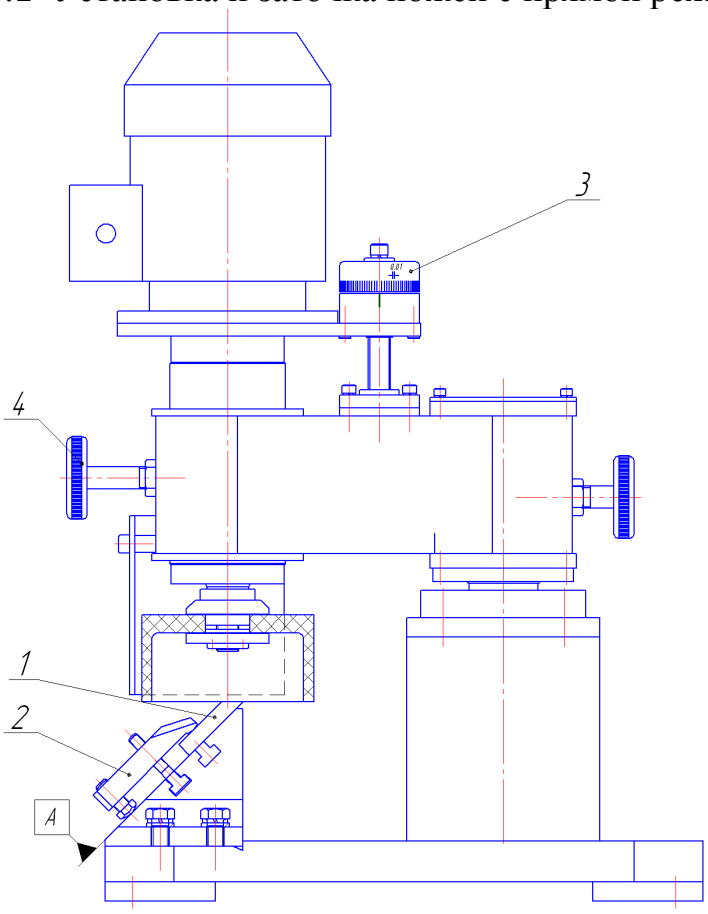

Рис. 2
5.1 Установка и заточка ножей с прямой режущей кромкой (рис. 2).